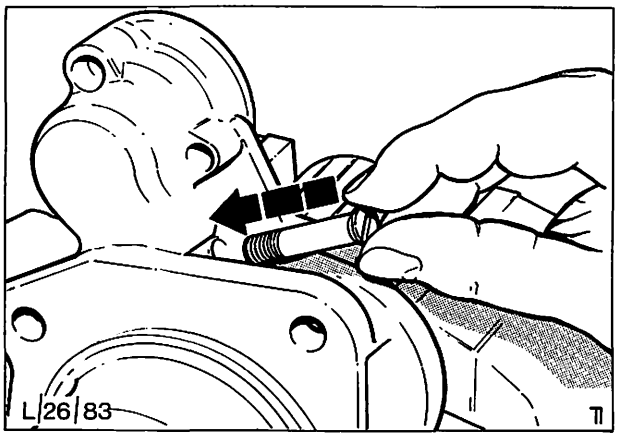

Abb. 99 Drehzapfen (Schraube) einsetzen
17. Einrückgabel und Antriebslagerschild ausrichten und Drehzapfen einsetzen, Abb. 99. Zapfen mit Mutter und Scheibe sichern.